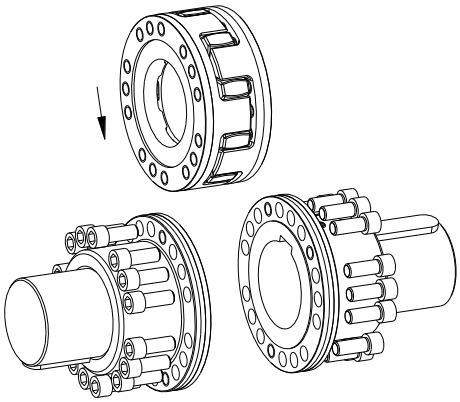

Fig. 16
- Puis insérer cet ensemble entre les brides d'accouplement (fig. 16).